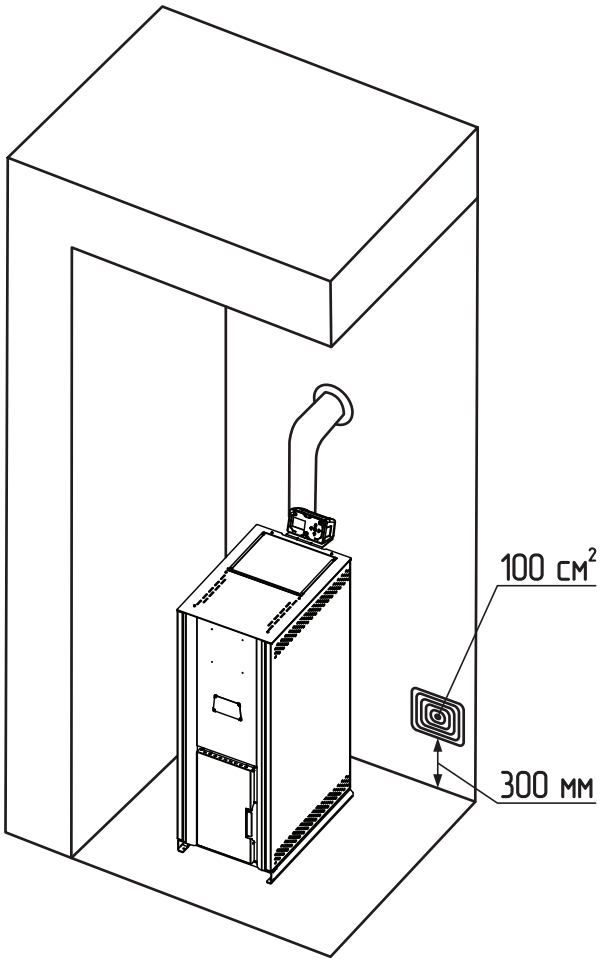

Рис. 7 Расположение приточной вентиляции
- Вентиляция может быть организована как в виде вентиляционного отверстия в стене **Рис. 7**, так и при помощи вентиляционных каналов. Воздух должен поступать через вентиляционное отверстие непосредственно рядом с котлом;